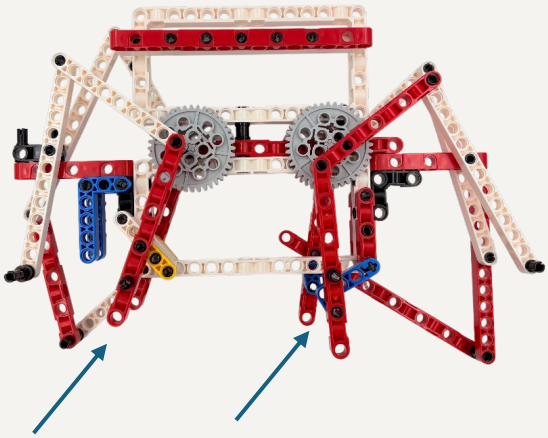

Рисунок 31
К длинным штифтам на шестерне прикрепите 2х стороннюю балку (11) с левой и с правой стороны. Справа соедините 2х стороннюю балку с балкой(3), а справа – с г-образной балкой (2х4) – рисунок 31.